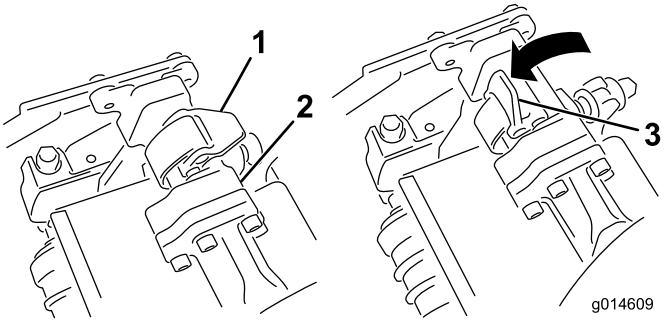
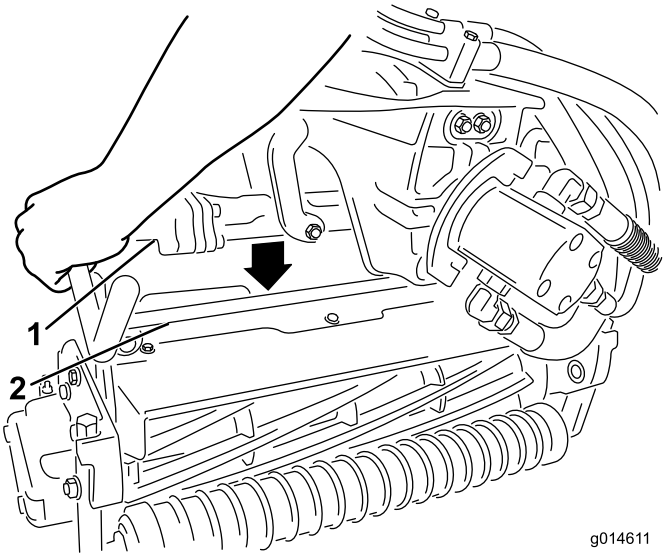

Figur 11
Figur 12
5. Åpne låsene på hjulopphengsarmbøylen slik at de peker opp (dvs. at de er åpne)(Figur 11, og trykk hjulopphengsarmen ned så bøylen ligger over klippeenheten (Figur 12).
6. Skyv låsene ned og rundt klippeenhetsbøylen og lås dem slik at de sitter på plass(Figur 11).